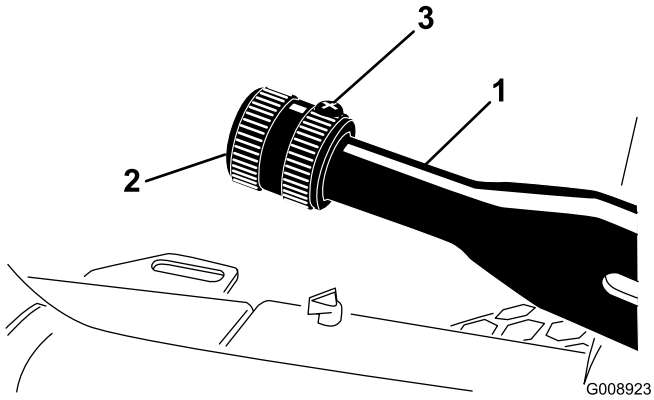

**Figur 54**
1. Lossa ställskruven som fäster ratten vid parkeringsbromsspaken (Figur 54).